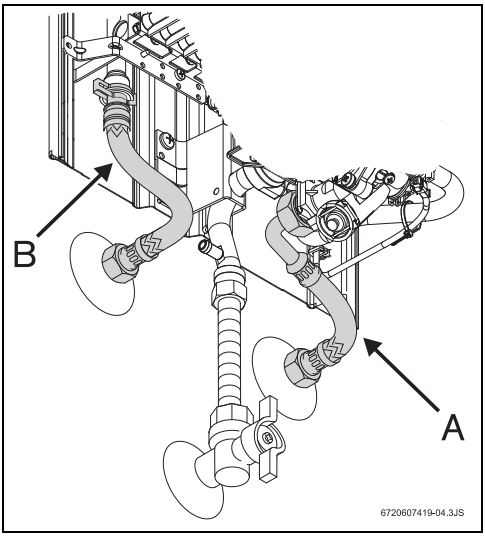

Fig. 12 Collegamento acqua
▶ Individuare le tubazioni di acqua calda (Fig. 12, pos. B) e fredda (Fig 12, pos. A) dell'impianto onde evitare eventuali inversioni di collegamento.